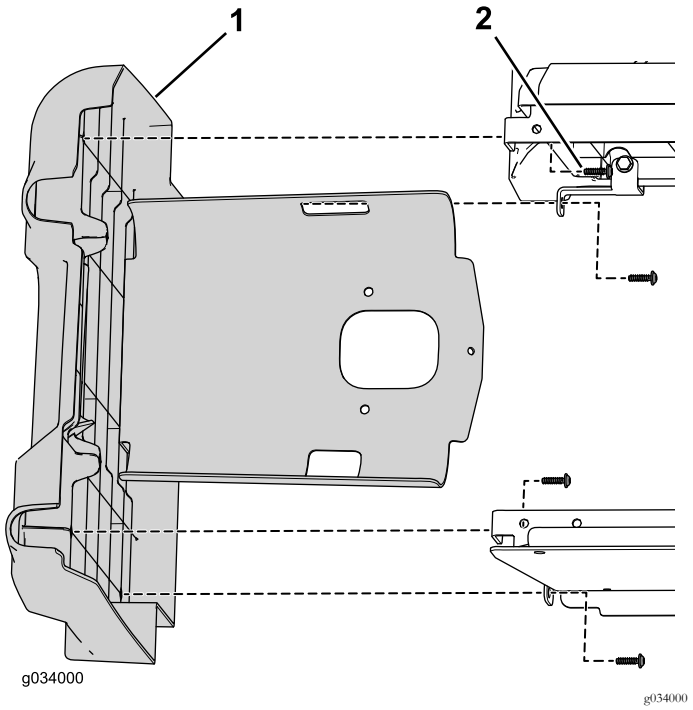
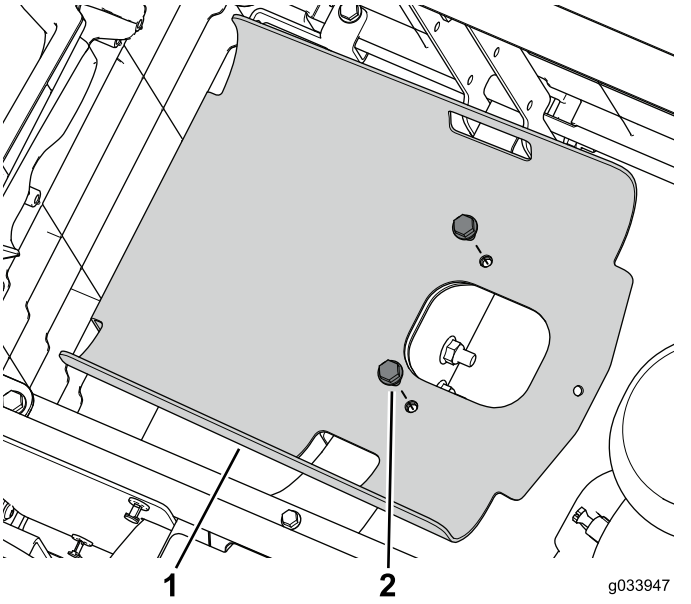

Figura 46
Figura 47
4. Utilice las fijaciones que se retiraron anteriormente para conectar el conjunto de panel izquierdo original a los paneles de la base del asiento trasero (Figura 46 y Figura 47).